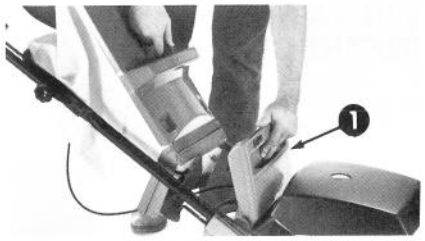

Figure 12
3. Raise the rear door fully open (Fig. 12).
4. Lift the bag over and through the handles (Fig. 12).